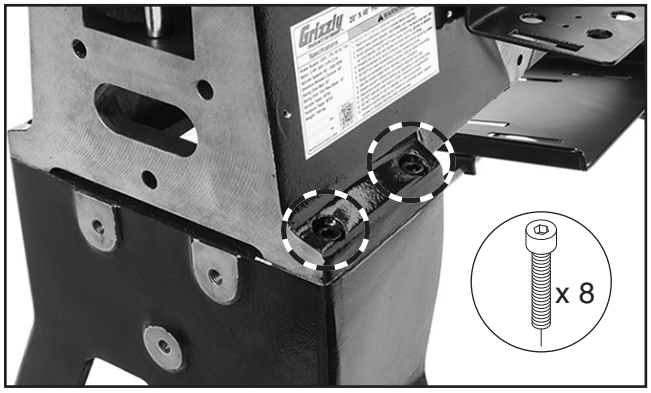

Figure 20. Securing lathe bedway to leg assembly.
9. Once mounting holes are aligned, secure lathe assembly to legs with (8) M12-1.75 x 35 cap screws, as shown in **Figure 20**.